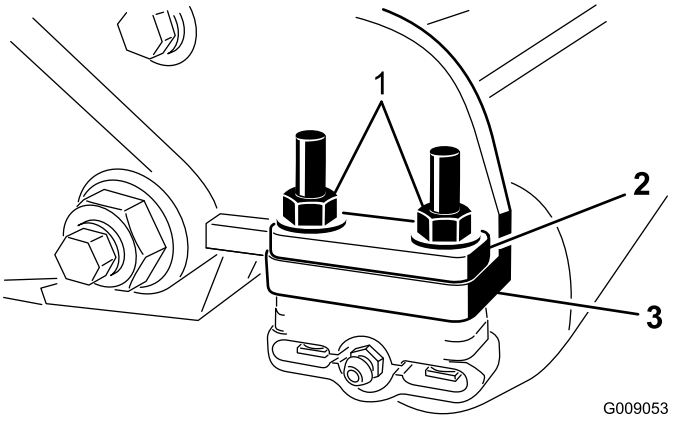

Рисунок 7
6. Выверните две фланцевые контргайки, соединяющие каждый кронштейн катка с боковыми пластинами (Рисунок 7). Не отворачивайте болты. **Также снимите все проставки толщиной 6 мм, расположенные на верхней стороне монтажного фланца боковой пластины.**